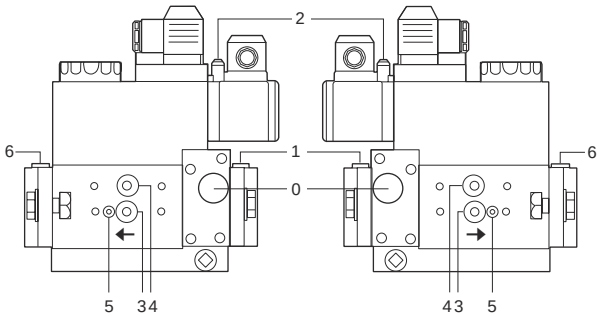

Fig. 26
- Pulizia filtri valvole gas (Fig. 26 e seguenti).